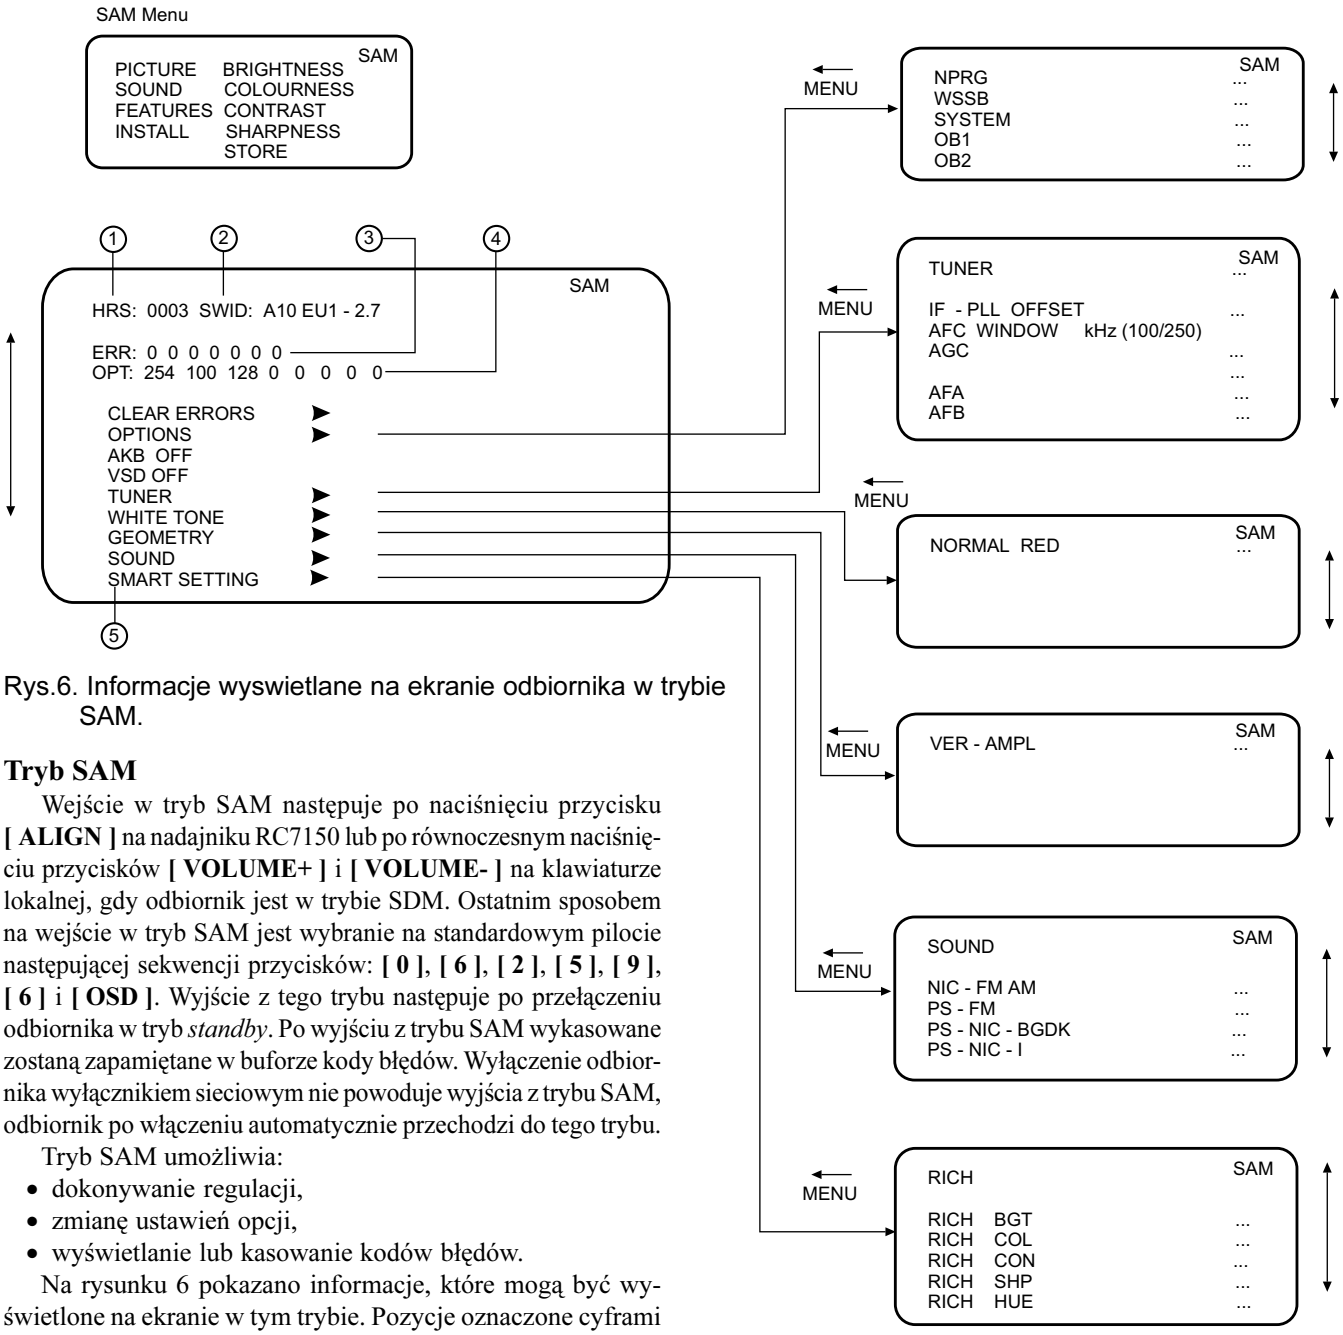

Rys.6. Informacje wyswietlane na ekranie odbiornika w trybie SAM.
- 5 - submenu, które można rozwinąć - rys.6.